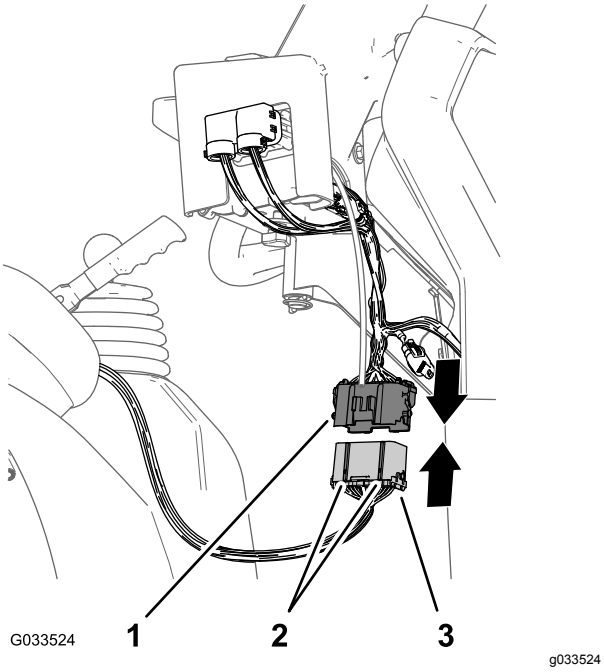

Figur 23
1. Ret de to kiler på stikket med 38 ben fra sprøjtens bageste ledningsnet ind efter de to kilegange på stikket med 38 sokler på det forreste ledningsnet, som er sluttet til kontrolkonsollen (Figur 23).
2. Slut det bageste ledningsnetstik til det forreste ledningsnetstik, indtil låsene på stikkene sikres med et klik (Figur 23).